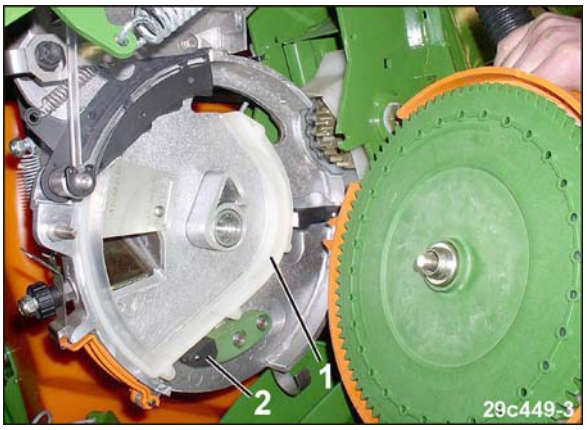

Fig. 228
4. Sägehäusedichtung (Fig. 228/1)
5. Auswerferspitze (Fig. 228/2).